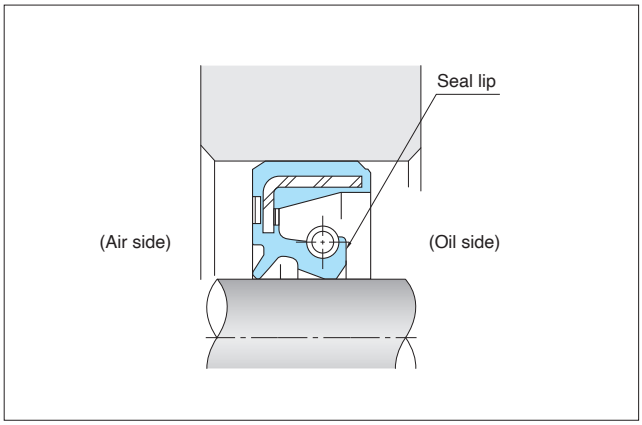

Fig. 7-4 Orientation of the Seal
❶ Orient the seal so that the seal lip faces the fluid to be sealed, as shown in Fig. 7-4.